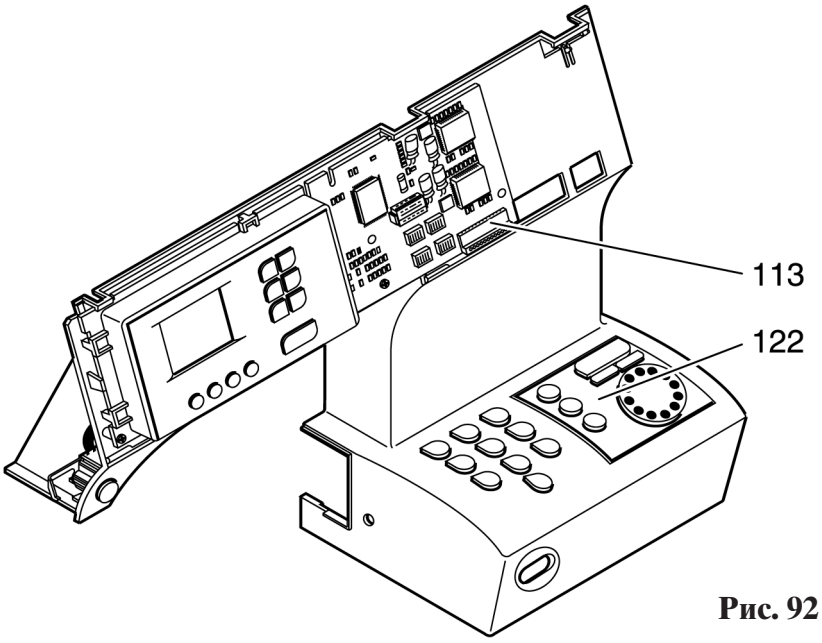

Рис. 92
- Вытащите вилочную часть кабельного разъема 113 из гнезда печатной платы (рис. 92).